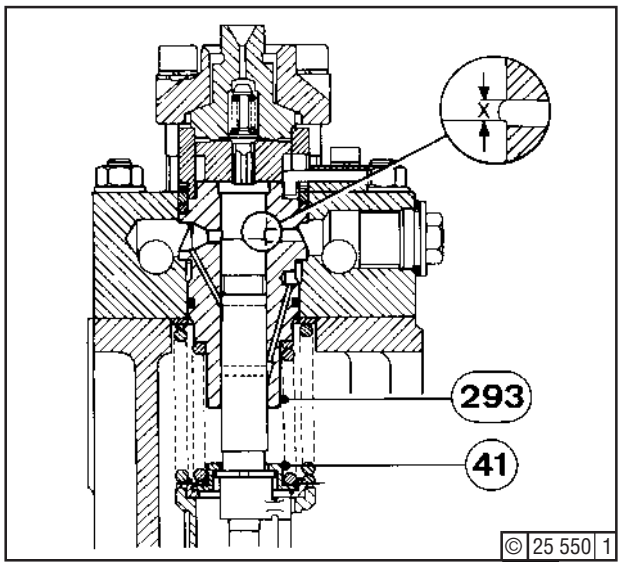

Fig. 3
This results in an idle stroke (X) - Fig. 3 - of 3,5 ± 0,1 mm.